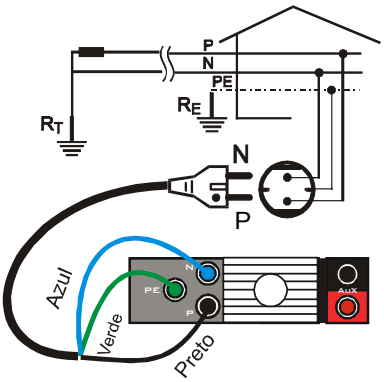
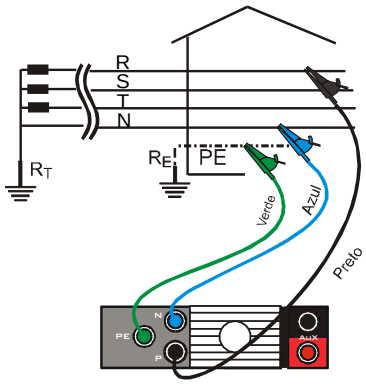

Fig. 27: Ligação do instrumento para a medição da Impedância de Linhas monofásicas ou Bifásicas 220 V
Fig. 28: Ligação do instrumento para a medição da Impedância de Linha em sistemas trifásicos 380 V
1. Mover o instrumento para a esquerda e inserir os três conectores Amarelo-Verde, Azul e Preto do cabo C2033 ou dos cabos do KIT5004F nos terminais correspondentes do instrumento (ver todas as ligações possíveis nas Fig. 27 e Fig. 28). No caso de usar o KIT 5004F, inserir nas extremidades livres dos cabos os crocodilos do SET COC3.
2. Inserir a ficha Shuko do cabo C2033 numa tomada 220V 50/60Hz ou os crocodilos nos condutores do sistema trifásico (ver Fig. 27 e Fig. 28). Na ficha existe uma marca que indica qual o terminal da ficha a ligar ao condutor de fase.